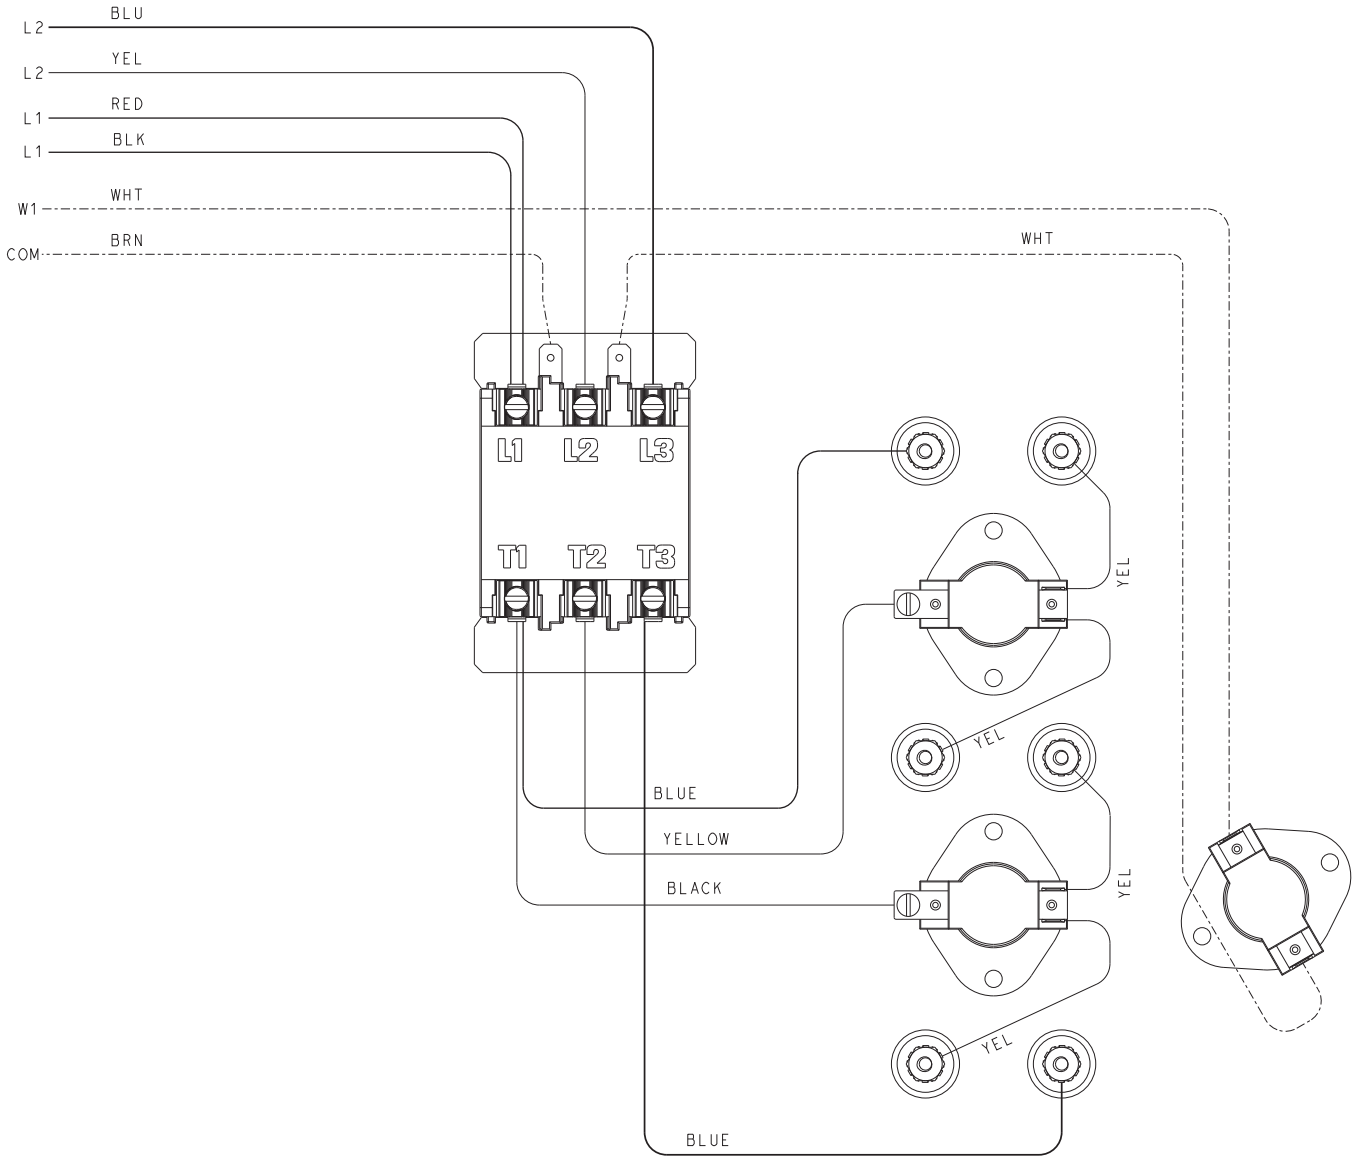

Fig. 12 — Typical Single-Phase Wiring Installed
a. Connect RED wire provided with kit to Heater Relay (HR) and to L1 as shown.
c. Using the wire tie provided, fasten the RED wire to heater power wire harness near existing wire tie on heater module. This provides strain relief for the RED wire. (See Fig. 12.)